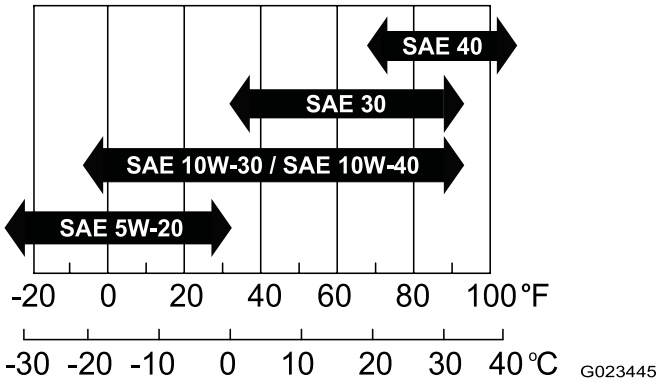

**Figur 14**
- **Viskositet:** SAE 30, se följande tabell för övriga viskositeter (Figur 14):